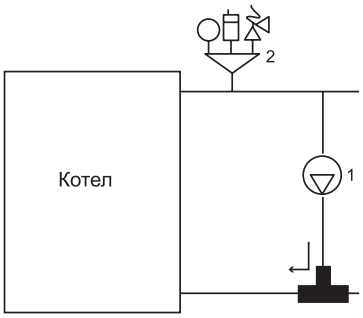

Рис. 10
Не допускается хранение топлива непосредственно за котлом или рядом с ним на расстоянии менее 800 мм. Нельзя хранить топливо и между двумя котлами в котельной. Рекомендуется выдерживать расстояние между котлом и топливом не менее 800 мм (рис. 10) или хранить топливо в другом помещении.
- На линии подачи теплоносителя в непосредственной близости от котла, необходимо устанавливать группу безопасности (поз. 2, рис. 10). Группа безопасности включает в себя такие элементы, как: манометр, автоматический воздухоотводчик и аварийный сбросной клапан.